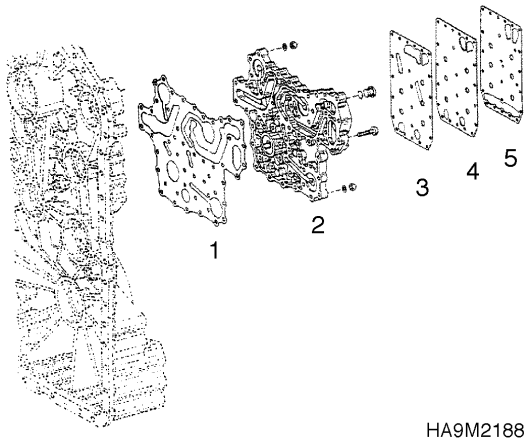

Figure 294
1. Install components according to the Figure 294.
NOTE: *Pay attention to installation position of different gaskets, see Figure 294.*